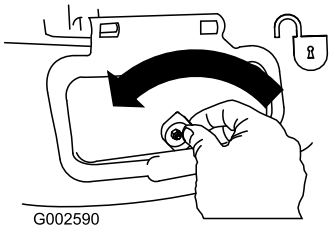

Figur 31
1. Lås opp sideutslippsluken (Figur 31).